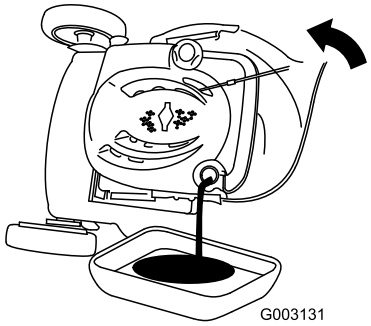

Bild 35
3. Kippen Sie den Rasenmäher seitlich (Luftfilter nach oben), um das Altöl über den Öleinfüllstutzen abzulassen (Bild 35).